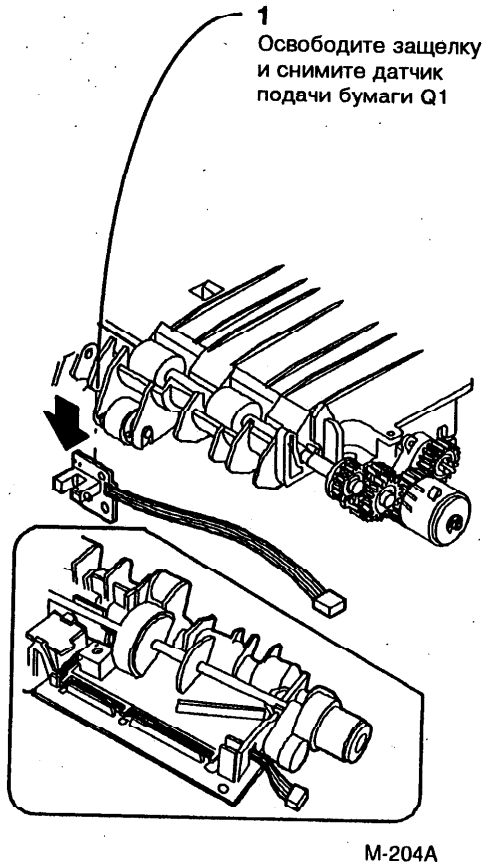

Рис. 2. Снятие датчика подачи бумаги (Q1)
4. (Рис. 2): Снимите датчик подачи бумаги Q1.